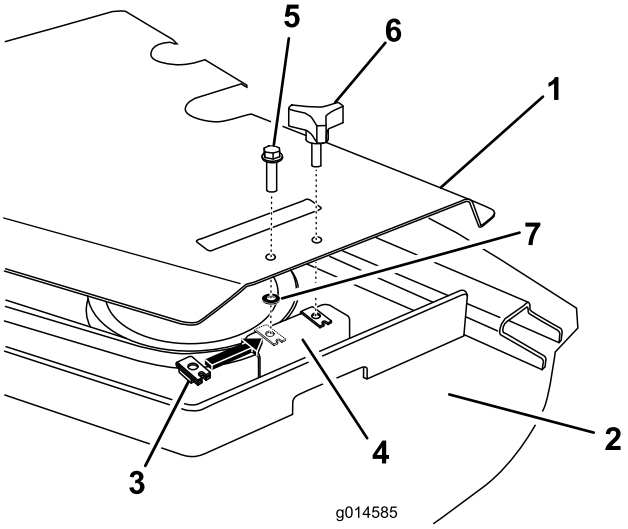

図 6
1. ベルト・カバーをデッキに固定しているノブを外す（図 6）。ベルト・カバーを取り外す。